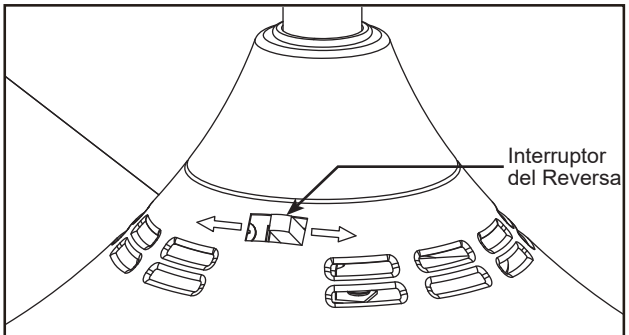

Figura 6
6. Si desea que el flujo de aire se desplace en la dirección opuesta, apague el ventilador y espere a que las aspas se detengan. Luego deslice el conmutador inversor a la posición contraria y vuelva a encender el ventilador. (Figura 6)